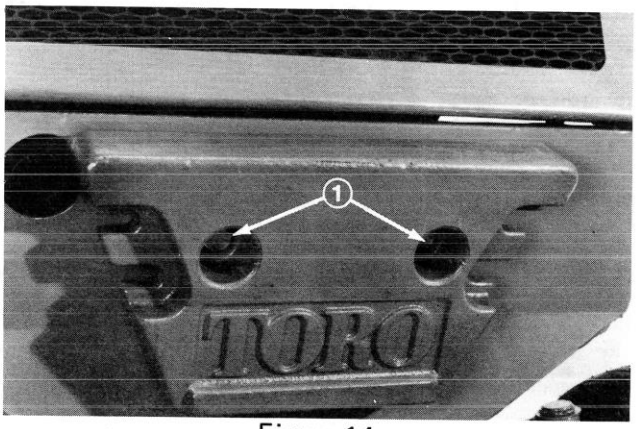

Figure 14
1. Mount rear weight to back of machine with two capscrews, lockwashers, spacers, and nuts (Fig. 14). Spacer must be between weight and chassis. Order parts from your Authorized Toro Distributor.